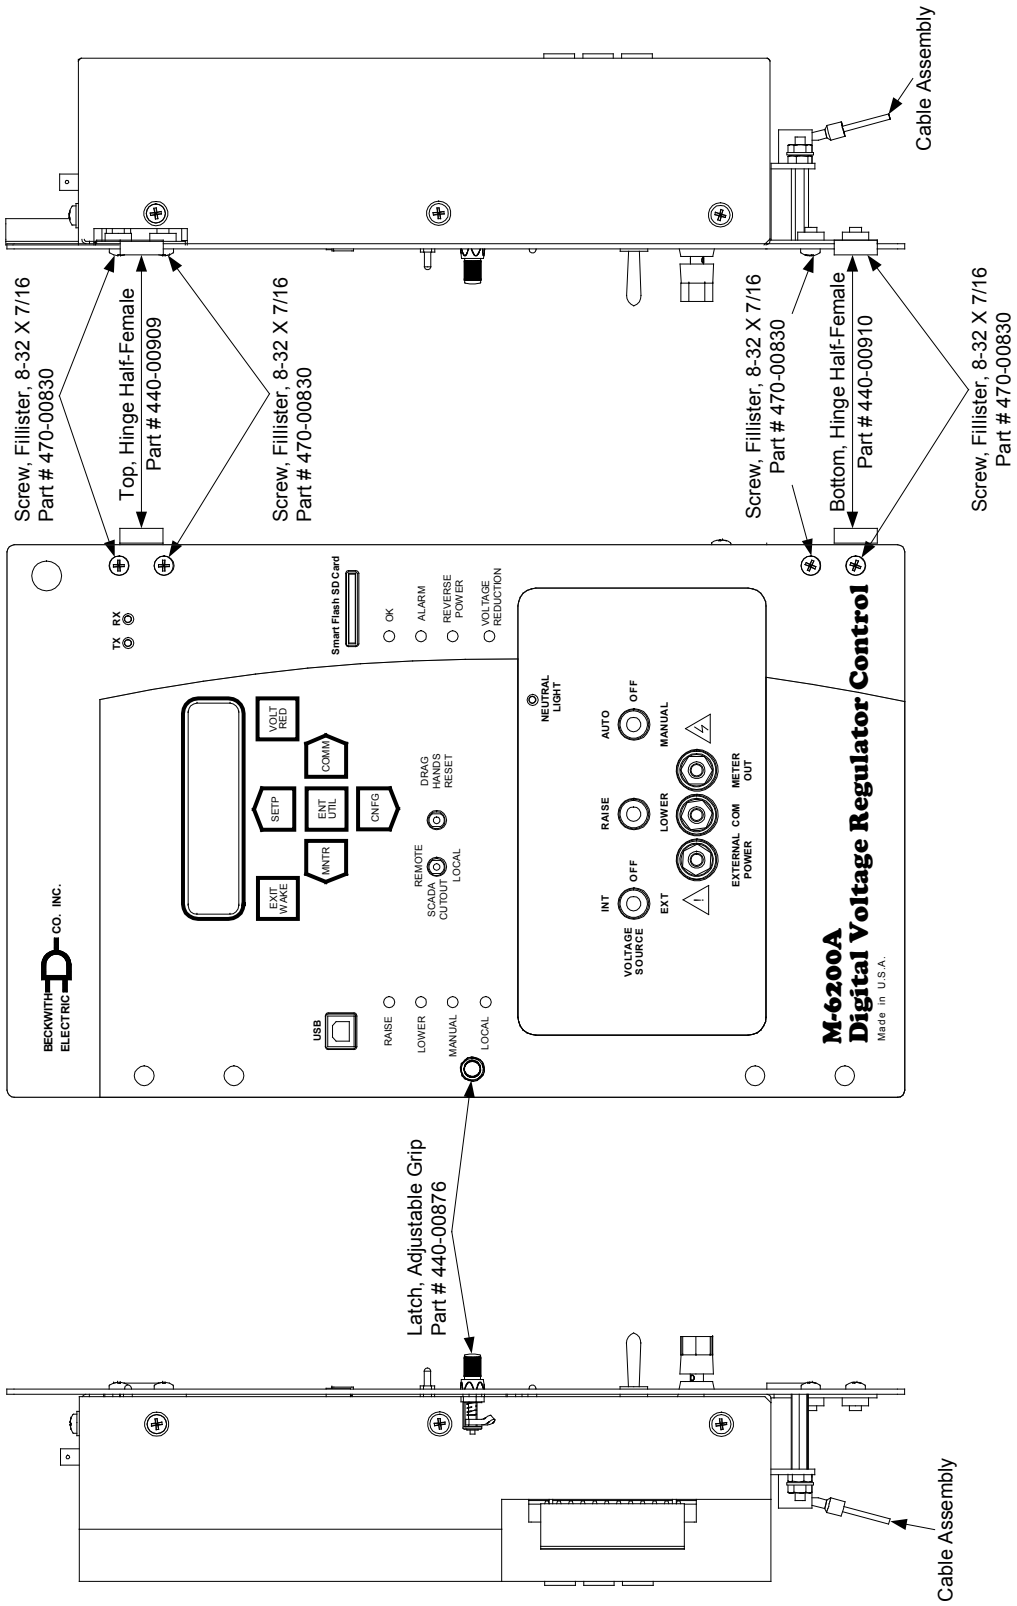

Figure 5-18 B-2293-G1/B-2293-G2, B-2293-G3/B-2293-G4 Hardware Kit Orientation
■ **NOTE**: Refer to Figure 5-18 for location and orientation of hardware kit items.